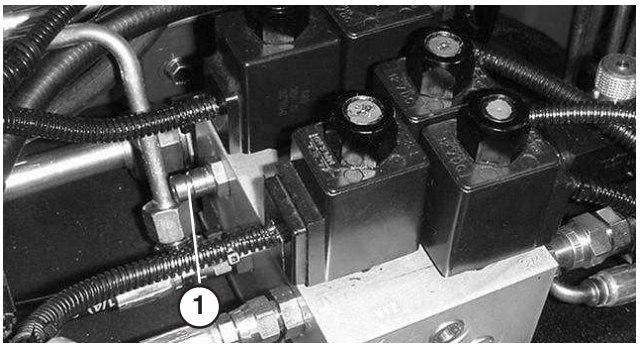

Bild 59
1. Mit dem Testanschluss „A“ (Bild 59) wird der Hydraulikschaltkreis für die Hubzylinder geprüft.